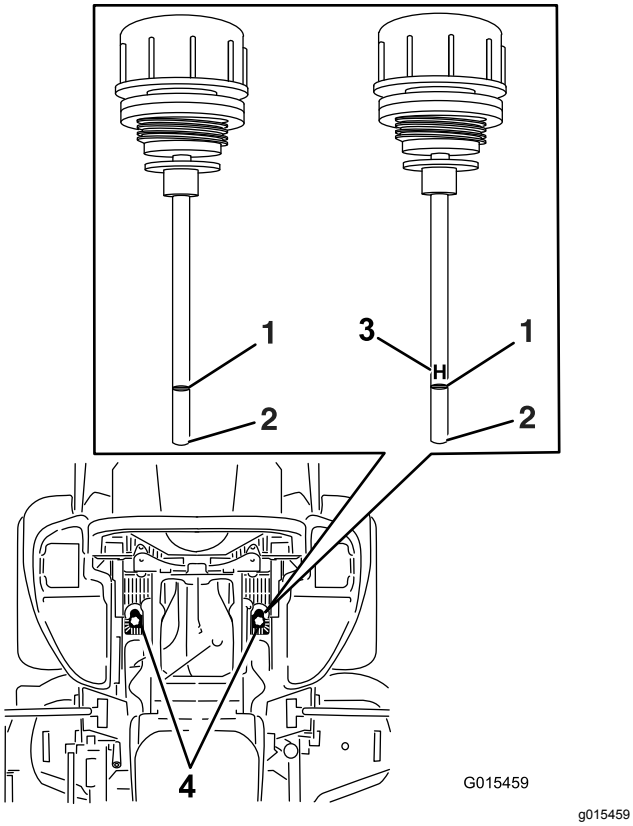

Figuur 89
6. Reinig het gebied rond de peilstokken van de reservoirs van het hydraulische systeem (Figuur 89).
7. Verwijder 1 peilstok uit het hydraulische reservoir (Figuur 89).
9. Neem de peilstok eruit en bekijk het uiteinde (Figuur 89).